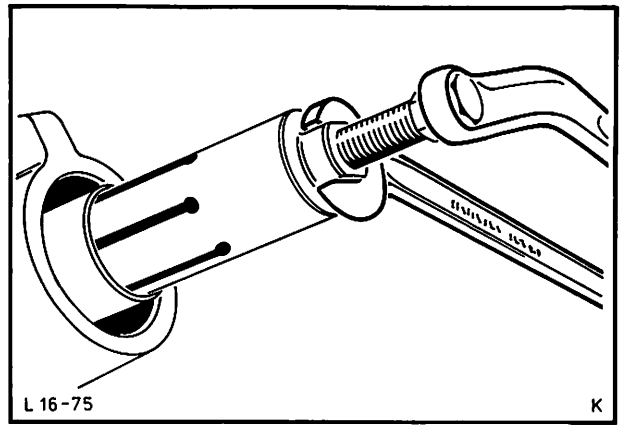

Abb. 91 Büchse – Getriebeverlängerung mit Spezialwerkzeug 16-025 ausbauen
14. Büchse – Getriebeverlängerung mit Spezialwerkzeug 16-025 ausbauen, Abb. 91.